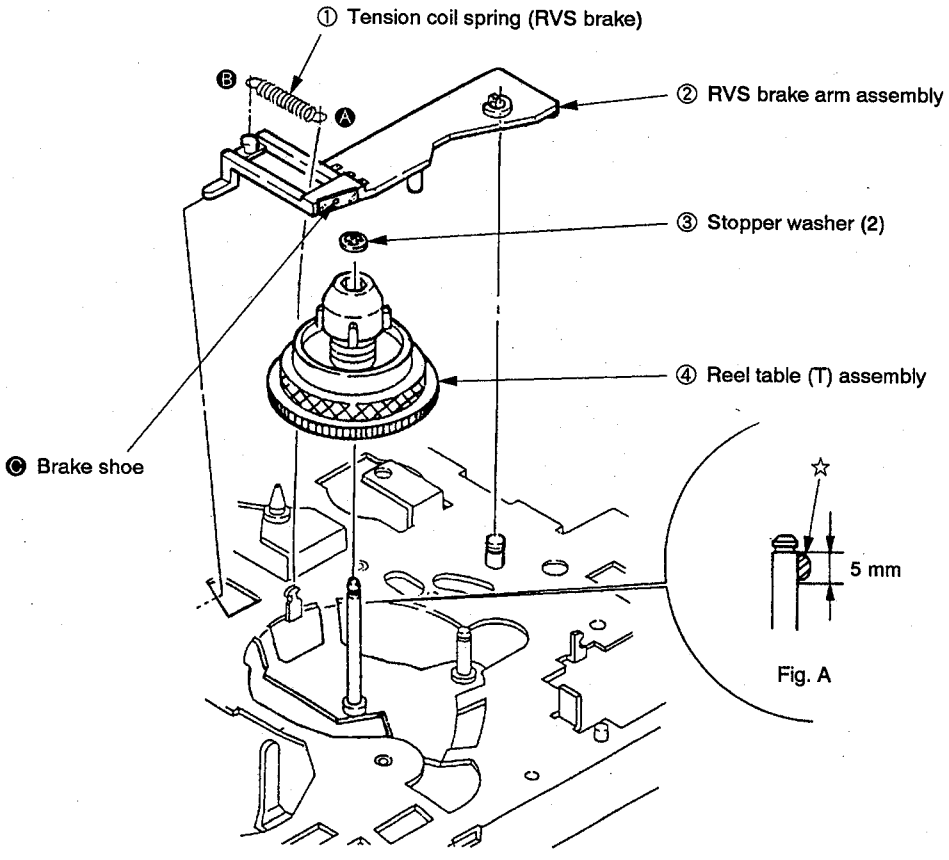

Fig. 3-14
3-12. RVS BRAKE ARM ASSEMBLY, REEL TABLE (T) ASSEMBLY (Fig. 3-14)
3) Remove tension coil spring ① in the order Ⓐ to Ⓑ.
4) Remove RVS brake arm assembly ②.
5) Remove stopper washer (2) ③ to pull out reel table (T) assembly ④.